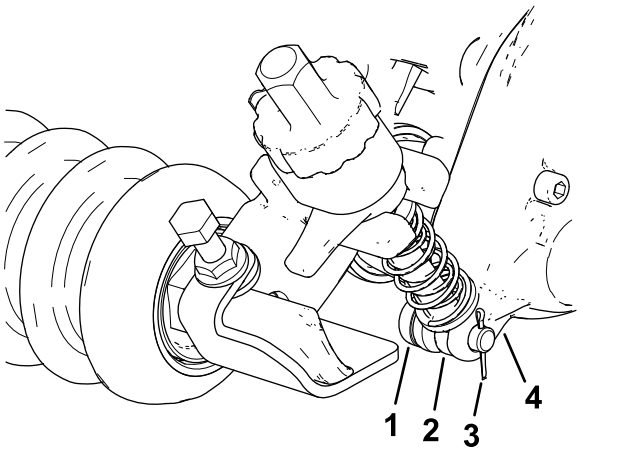

Figura 11
2. Sul lato sinistro, fate scorrere l'asta del braccio di regolazione della staffa dell'altezza di taglio nella fessura della scatola della trasmissione del groomer e fissatela con un perno di regolazione e una coppiglia come illustrato nella Figura 11.